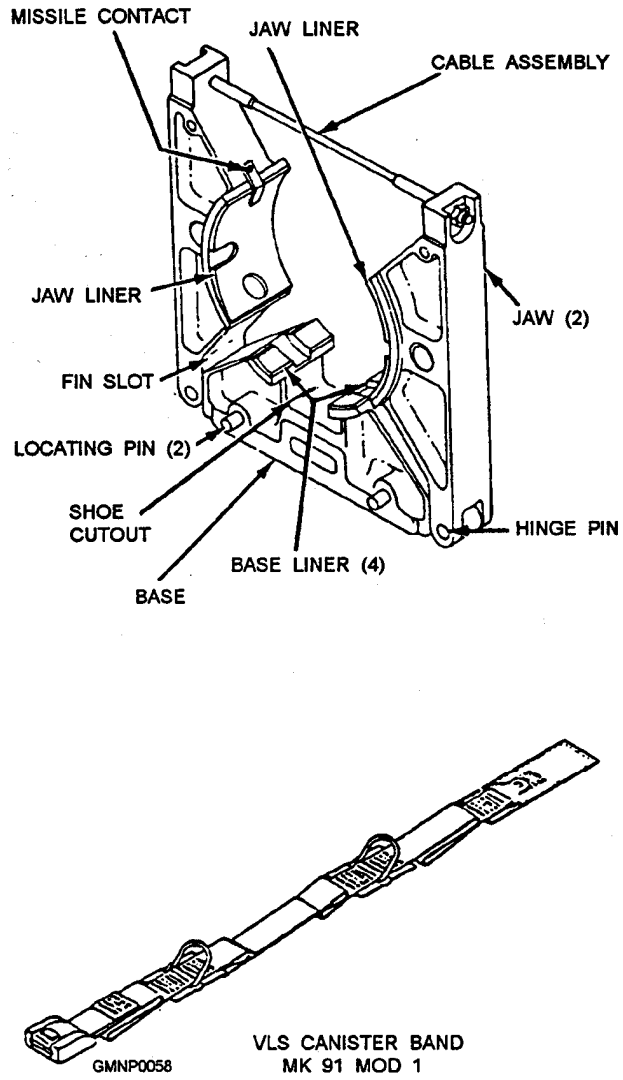

Figure 2-43.—Mk 79 Mod 1 missile handling band and Mk 91 Mod 1 VLS canister handling band.
HANDLING BANDS.— The Mk 79 Mod 1 missile handling band is used on all Standard missiles (fig. 2-43). The band has a base, two hinged jaws, and a locking cable. The center of the base (the lower jaw) has a cutout area. This cutout accepts the lower forward and aft launching shoes of the Standard missiles.
The VLS canister band Mk 91 Mod 1 (see fig. 2-43) is normally kept onboard destroyer tenders (AD), submarine tenders (AS), and VLS canister supply binge. It is used to steady the canister during strikedown when strikedown is done with the AD/AS or supply barge shipboard crane.